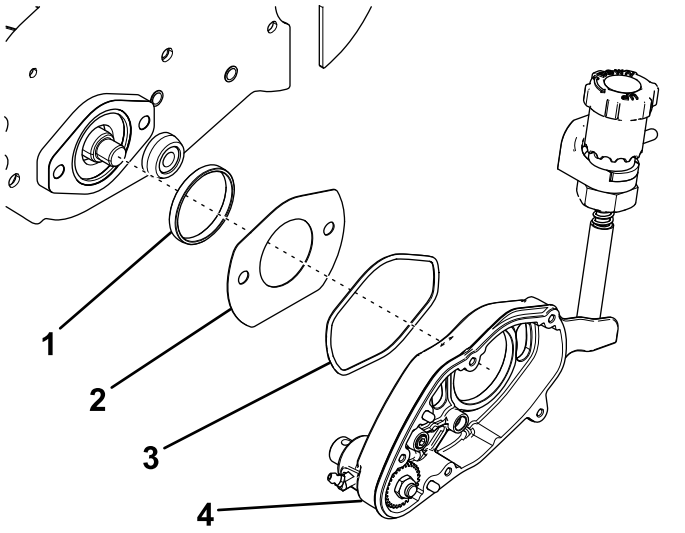

Figur 4
9. Fjern trimmerhuset (Figur 4).
10. Afmonter og kasser O-ringen (Figur 4).
11. Fjern åbningsdækslet og adapterringen (Figur 4).